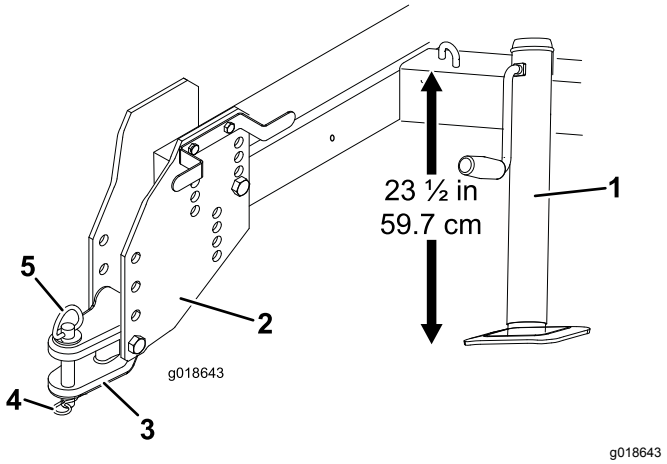

**Figur 3**
3. Juster jekken slik at avstanden fra toppen av rammen til bakken er 59,7 cm (Figur 3).
- Fjern boltene og låsemutterne som fester festearmen til festeplatene (Figur 3).
6. Fest festearmen til trekkenheten med festetappen og ringstiften (Figur 3).